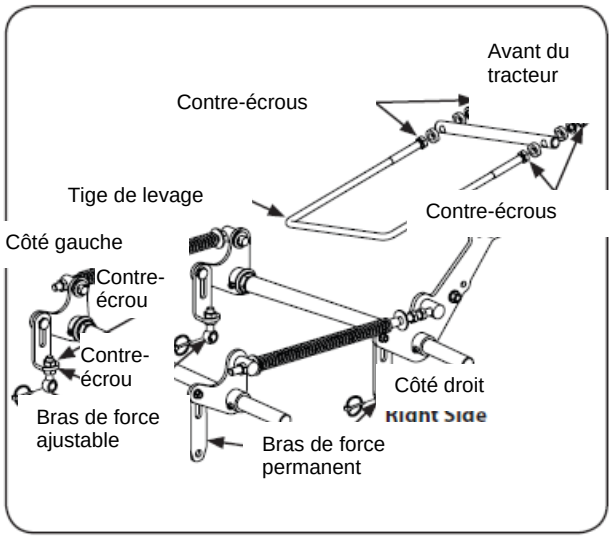

Figure 6-4
5. À l'aide d'une clé anglaise de ¾ de pouce, desserrez le contre-écrou inférieur du côté gauche de la tige de levage. Pour ajuster le côté du plateau vers le haut ou vers le bas, tournez de quelques tours le contre-écrou supérieur dans le sens horaire (pour lever) ou antihoraire (pour descendre). Consultez la Figure 6-4.